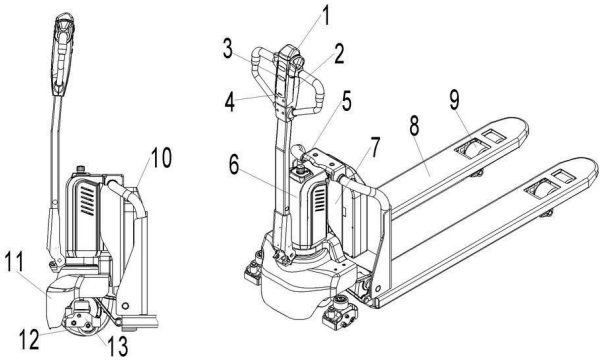

Abb. 5: Gerätebeschreibung
Schritt 1: Den Not-Aus-Schalter (Pos. 5, Abb. 5) im Uhrzeigersinn drehen und den Schlüssel einstecken (Pos. 4, Abb. 5).
Senken Sie die Gabeln immer vollständig ab. Drücken Sie den Not-Aus-Schalter (Pos. 5, Abb. 5).
4. Der Sicherheitsknopf (Pos. 1, Abb. 5) verhindert das Quetschen des Bedieners. Wenn diese Taste aktiviert ist, verzögert das Fahrzeug und/oder beginnt für eine kurze Strecke in Rückwärtsrichtung ('Bw.') zu fahren und hält an. Bitte beachten Sie, dass diese Taste auch funktioniert, wenn das Fahrzeug nicht fährt und sich die Deichsel im Arbeitsbereich befindet.